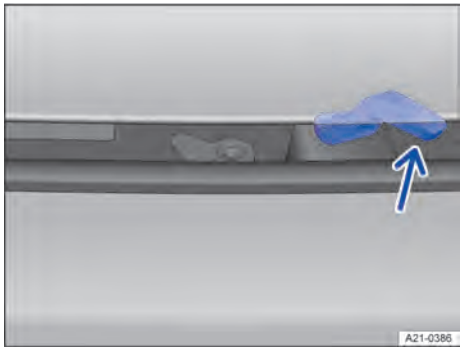

Fig. 211 Encima de la parrilla del radiador: palanca de accionamiento del capó delantero.
2. Levante el capó delantero un poco y presione al mismo tiempo la palanca de accionamiento → Fig. 211 (flecha pequeña) para abrirlo completamente.